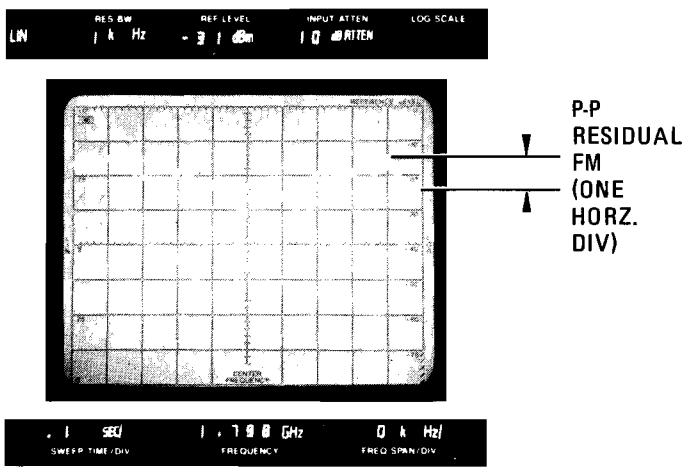

Figure 4-9. Residual FM Display
i. Set SWEEP TRIGGER to SINGLE and ERASE CRT. Press START/RESET pushbutton to display one sweep as shown in Figure 4-9. The maximum peak-to-peak variation should not exceed the test limit determined in step f for each horizontal division (since SWEEP TIME/DIV is .1 SEC and residual FM is specified in a time interval of 0.1 second).
q. Set SWEEP TRIGGER to SINGLE and ERASE CRT. Press START/RESET pushbutton to display one sweep as shown in Figure 4-9. The maximum peak-to-peak variation should not exceed the test limit detrmined in step n.